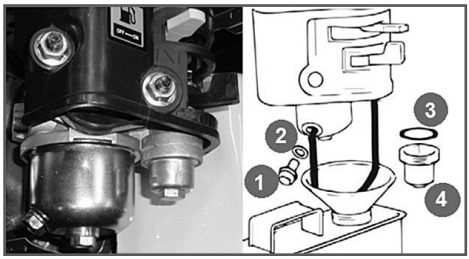

Рис.12 Обслуживание фильтра-отстойника карбюратора
3. Открутите болт сливного отверстия (1) и слейте топливо из поплавковой камеры карбюратора (Рис. 12).
4. Открутите стакан отстойника (4), вылейте из него топливо в ранее подготовленную емкость.
1. Слейте топливо из топливного бака и карбюратора (Рис.12).